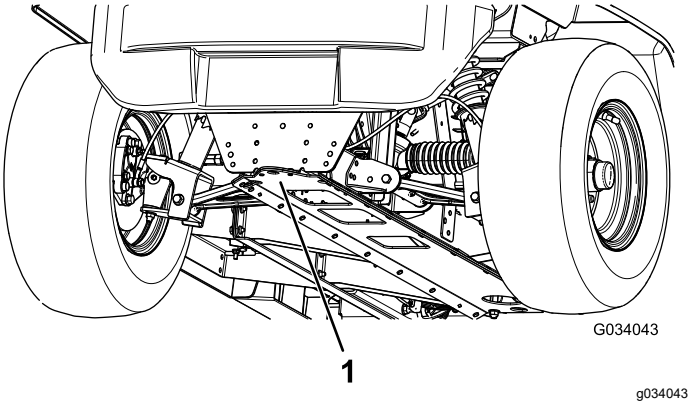

Figur 21
- Løftepunktet foran på maskinen er foran på rammen bak tauetungen (Figur 21).